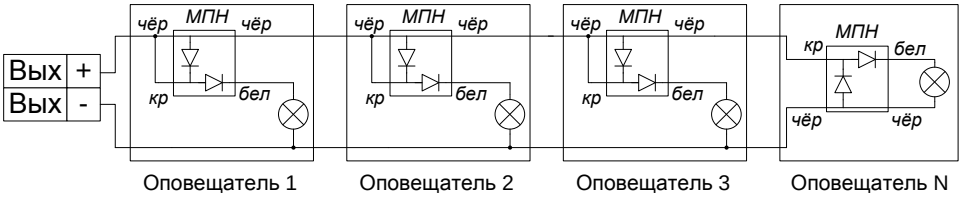

Рисунок 5. Схема подключения нескольких нормально-выключенных сирен или световых табло к выходам блока
- монтаж производится в соответствии со схемой на рис. 5.